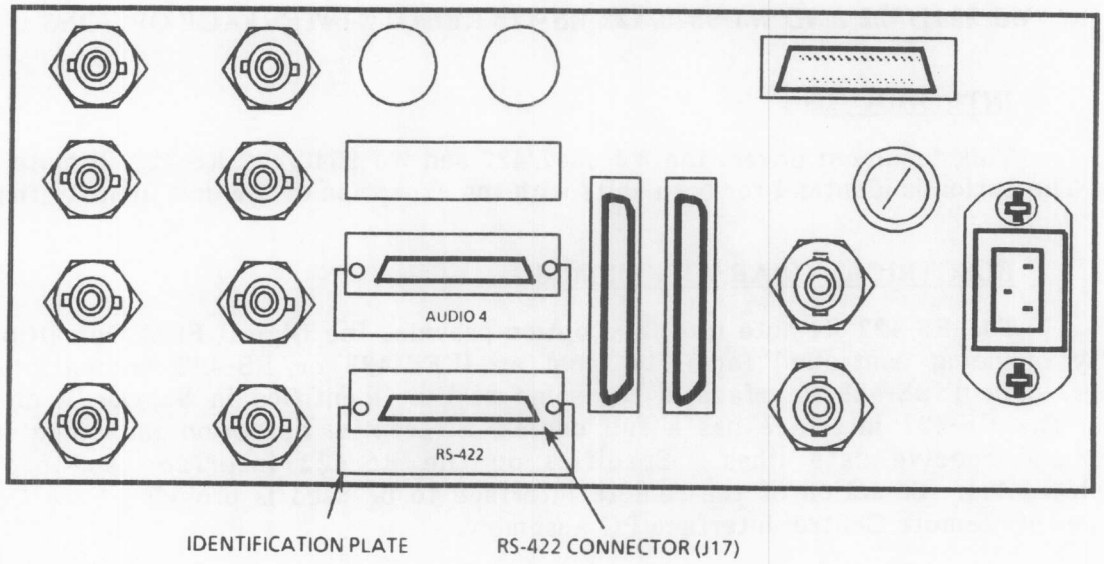
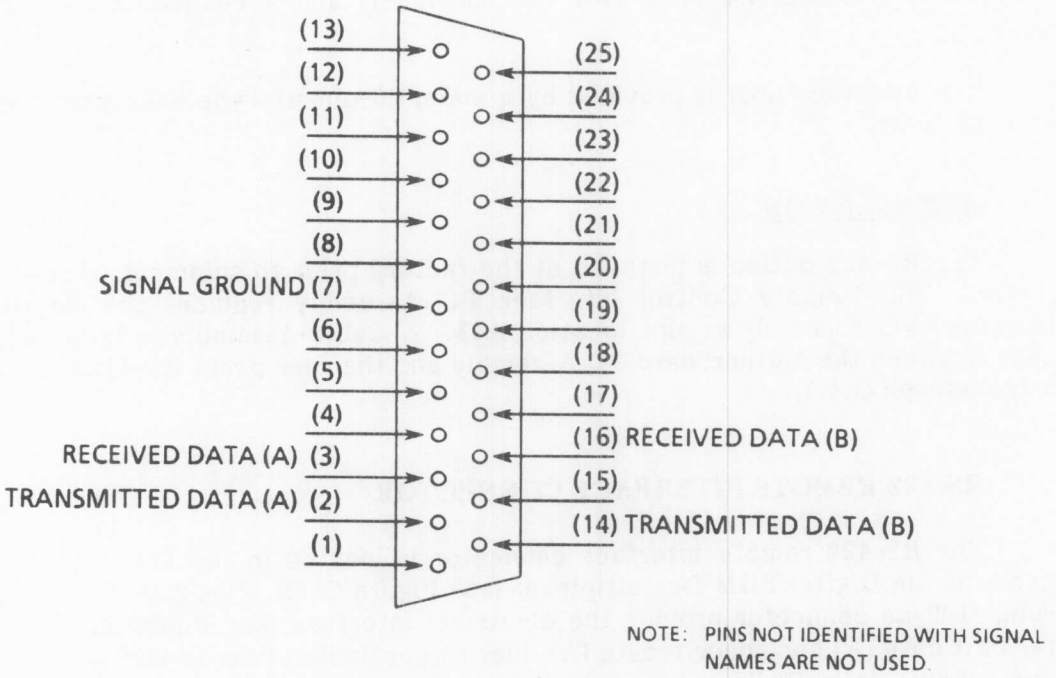

Figure G-1. Location of the RS-422 Remote Interface Connector
Figure G-2. Pin Assignments for the RS-422 Remote Interface Connector
The RS-422 remote interface connector is located in the lower connector slot on the rear panel of the Digital FDM Demultiplexer (see **Figure G-1**). Pins 2, 3, 7, 14, and 16 of this male, 25-pin, D-Type connector provide the electrical interface (see **Figure G-2**). Pins 2 and 3 are the transmit data (A) and receive data (A) lines respectively. Pins 14 and 16 are the transmit data (B) and receive data (B) lines respectively. In accordance with the EIA RS-422-A standard (December 1978), the voltage on the A terminal is negative with respect to the B terminal for a binary 1 (MARK or OFF) state and positive with respect to the B terminal for a binary 0 (SPACE or ON) state. Pin 7 of the RS-422 remote interface connector is ground. All other pins are not used.
The RS-422 interface is implemented on a subminiature male, 25-pin, D-type connector (see **Figure G-2**). The RS-422 interface has a full duplex differential operation implemented on the 422 TXD (transmit data) and 422 RXD (receive data) lines. This interface supports a single drop environment.